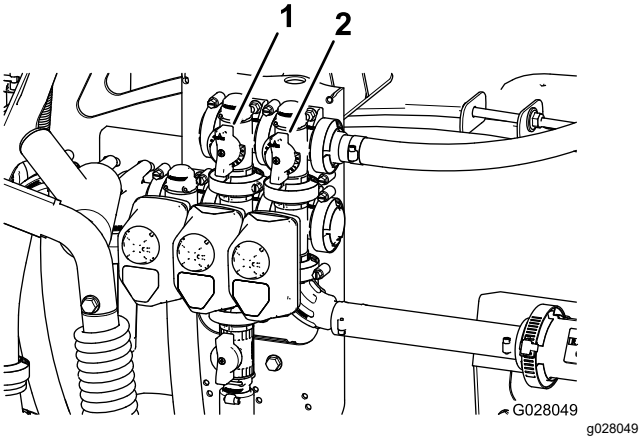

Rysunek 23
11. Wyreguluj zawór obejścia obwodu mieszania (Rysunek 23) z tyłu zaworu mieszania, aż odczyt ciśnienia na manometrze wyniesie 6,9 bara.
9. Ustaw dźwignię nadrzędnego zaworu obejścia zraszania tak, aby sterować natężeniem mieszania w zbiorniku (Rysunek 23).